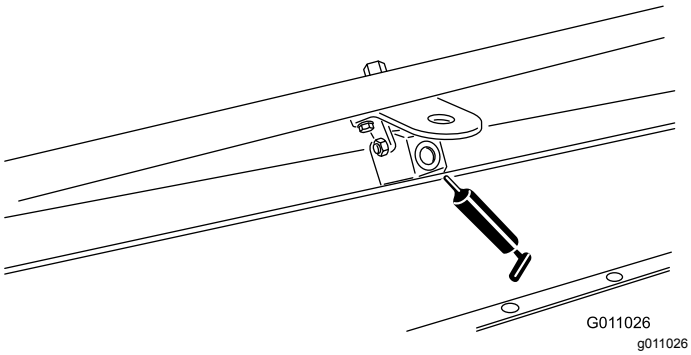

Figuur 34
- Draaipunt van borstel (2) (Figuur 34)